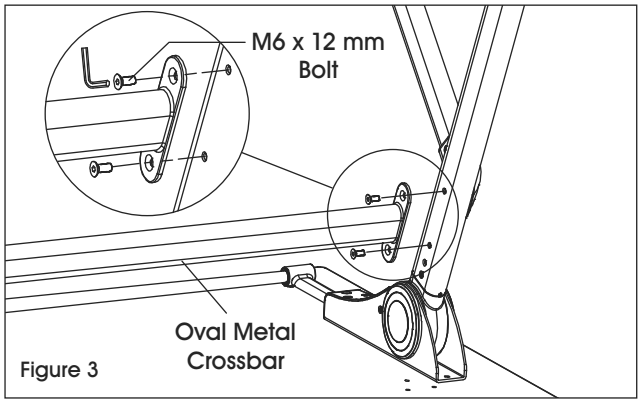

Figure 3
3. Insert the round metal crossbar (6) into the round end of the second leg. Align holes in the second leg (3) with threaded holes in the tabletop. Fasten using two M6 x 16 mm bolts (9). Do not tighten.
4. Connect the oval metal crossbar (5) near the top of the leg using two M6 x 12 mm bolts (11) and the Allen wrench. Repeat on the other leg. (See Figure 3)